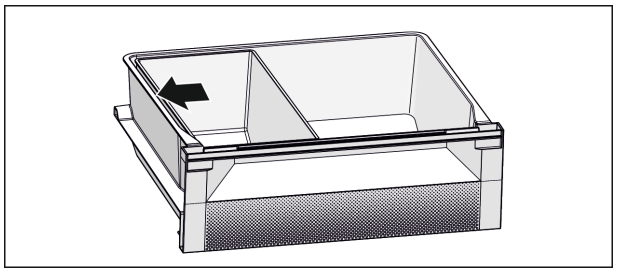

Fig. 6
▶ Position Fish & Seafood tray. The position shown *Fig. 6 ()* gives you an optimal cooling function.